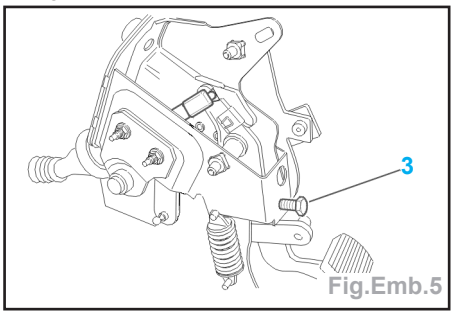

Fig.Emb.5
Nota : en cas d'impossibilité (mécanisme de rattrapage automatique bloqué) dévisser la vis (3) pour créer un jeu mini à la pédale de commande de débrayage (Fig.Emb.5).